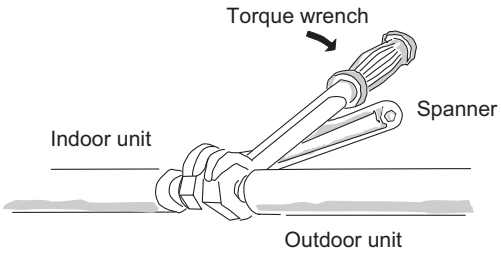

Fig. 2-316
(1) Tightly connect the indoor-side refrigerant tubing extended from the wall with the outdoor-side tubing.
(2) To fasten the flare nuts, apply specified torque as at right:
- When removing the flare nuts from the tubing connections, or when tightening them after connecting the tubing, be sure to use 2 adjustable wrenches or spanners as shown. (Fig. 2-316)